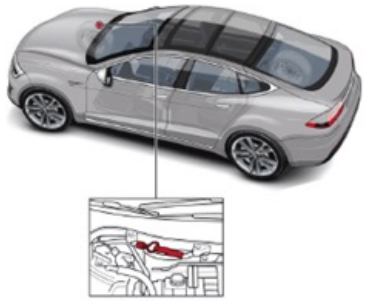

Figura 3. Conector de servicio
7) Desconectar el conector de servicio **figura 3** y esperar 2 minutos.